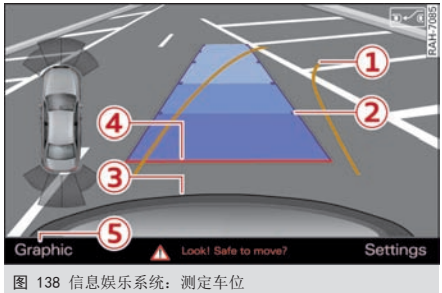

图 138 信息娱乐系统：测定车位
▸ 如要调出视觉的提示，请按压 Graphic（图像）控制按钮 ⑤ ⇨ *99 页，图 138*。
▸ 橙色定向线 ① 指示汽车的行驶轨迹。转动方向盘，直到橙色定向线进入停车场空位 ⇨ *图 138*。借助标记 ②，您可以估计至障碍物的距离。每个标记相当于约 1 米。蓝色标记面显示汽车轮廓向后约 5 米的延伸。